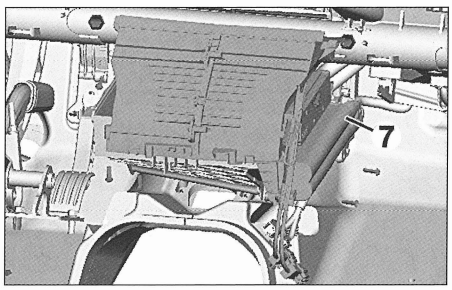

FIG. 13
- la semicarcasa de guía de salpicadero (7) **(fig. 13).**